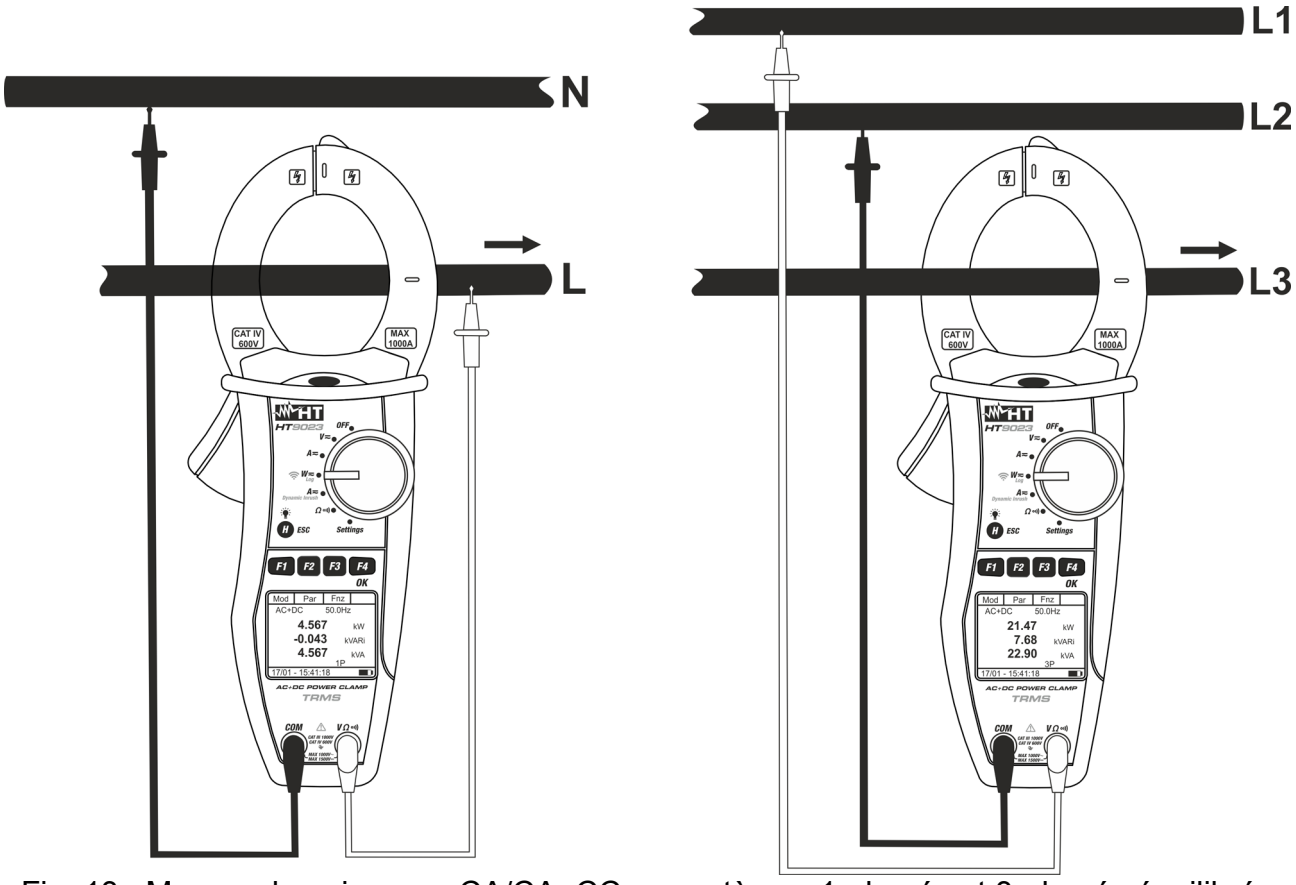

Fig. 13 : Mesure de puissance CA/CA+CC en systèmes 1-phasés et 3-phasés équilibrés
6. Insérer le câble rouge dans l'entrée **VΩ•))** et le câble noir dans l'entrée **COM** et effectuer les connexions comme indiqué en Fig. 13 en fonction du type de système testé. Mettre les câble de phase sur les mâchoires de la pince en respectant la direction du courant indiquée par les flèches (voir Fig. 13). Insérer le câble au centre des pinces afin d'obtenir les mesures les plus précises possibles. Utiliser les marques en guise de références (voir Fig. 2).